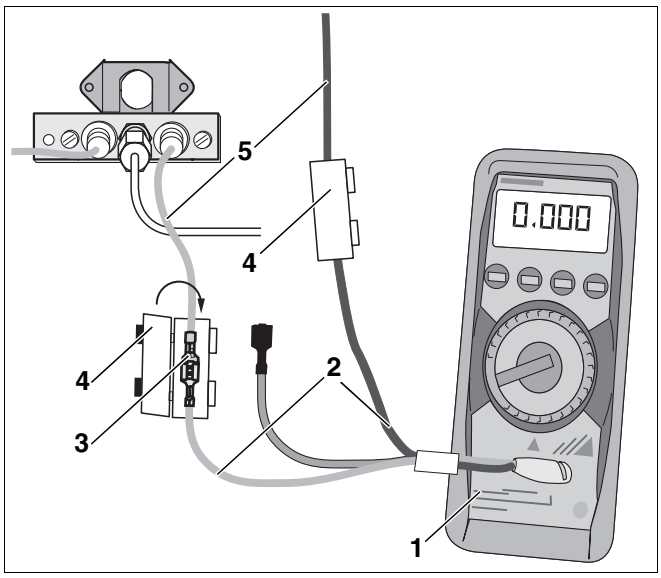

Afb. 12 Ionisatiestroom meten
- Sluit het meettoestel (afb. 12, **pos. 1**) aan de contacten van de gescheiden stekkerverbinding van de ionisatiekabel (afb. 12, **pos. 3**) in serie aan.
- Breng de aanrakingsbeveiliging (afb. 12, **pos. 4**) om de stekkerverbinding aan.
- Kies op het meettoestel (afb. 12, **pos. 1**) de µA-gelijkstroom.
- Steek de stekkerverbinding van de ionisatiekabel (afb. 12, **pos. 3**) weer in elkaar.
- Breng de aanrakingsbeveiliging (afb. 12, **pos. 4**) aan de ionisatiekabel (afb. 12, **pos. 5**) aan.